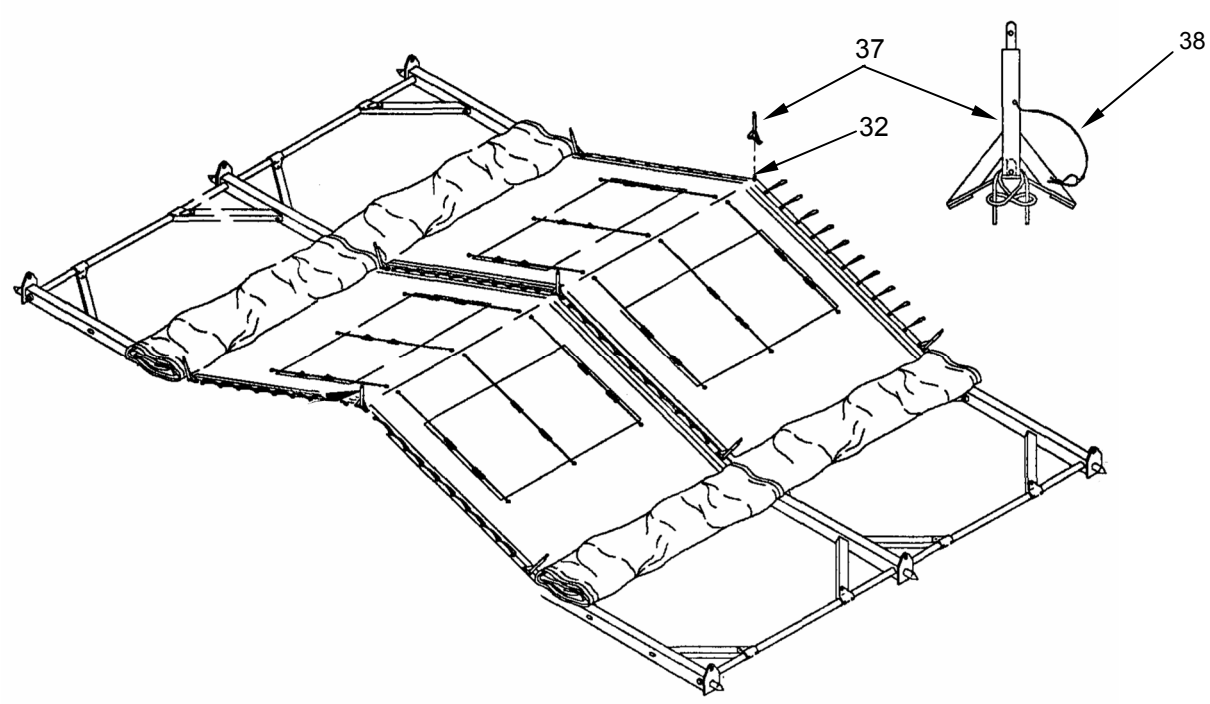

Figure 20. Placement of End Section.
3. Identify the three ridge extenders **(Figure 20, Item 37)**.
4. Place the ridge extenders **(Figure 20, Item 37)** over the ridge spindles **(Figure 20, Item 32)** opposite the container.
5. Align holes in ridge spindles **(Figure 20, Item 32)** and ridge extenders **(Figure 20, Item 37)**.
6. Install the attached hitch pins **(Figure 20, Item 38)** through holes in ridge extenders **(Figure 20, Item 37)** and spindles **(Figure 20, Item 32)**, ensuring both components are secure.